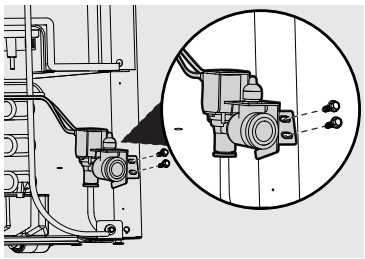

Figure 12
15. The water valve location has pre-made holes on the right rear of the unit. The water line should be oriented downward when the valve is installed. Install the water valve using a ¼″ hex head driver, install the 2 hex head screws. Tighten screws until they are snug and then tighten an additional ¼ turn. See Figure 12.